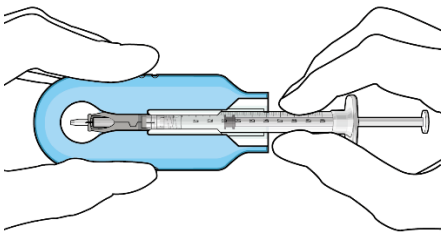

Figure 21
- With the syringe loaded, (Figure 21) the initial fill needle should now be penetrating the implant septum.